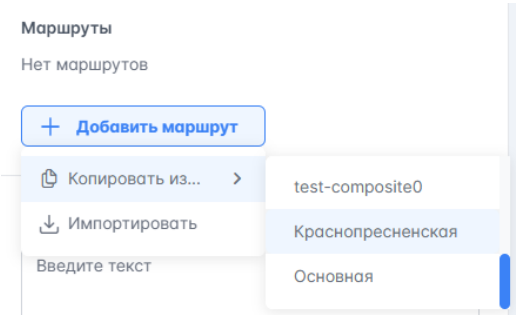

Рисунок 26 – Добавление маршрутов путём копирования из ранее созданной МС
5.2. Для копирования всех маршрутов из ранее созданной МС, построенной на той же инфраструктуре, нажать на поле "Копировать из…", откроется контекстное меню со списком всех МС, в которых добавлены маршруты (рисунок 26).